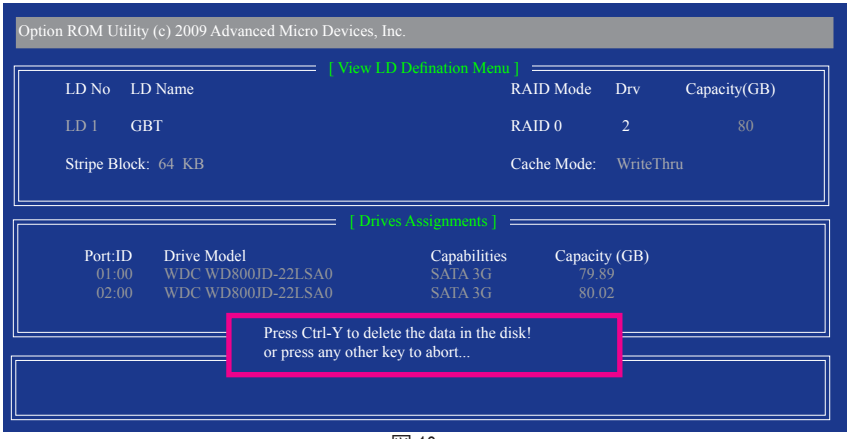

図 10
2. **View LD Defination Menu** が表示され（図10を参照）、このアレイに割り当てられたドライブを示します。中断するアレイまたは保管キーを削除する場合、<Ctrl>+<Y>を押します。